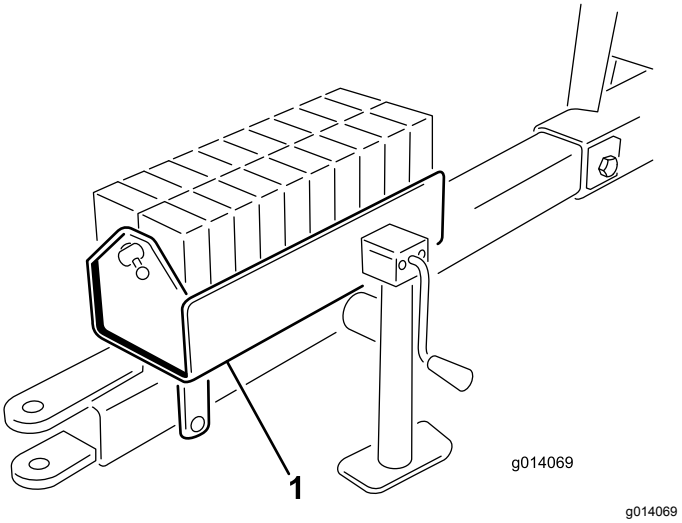

**Figur 6**
5. Fyll viktlådan med vikterna och montera staget och sprinten (Figur 6).